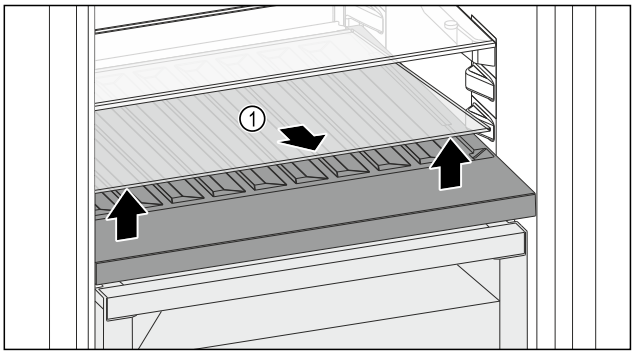

Fig. 223
▶ Lift the glass shelf *Fig. 223 (1)* at the front and remove.
▶ Store the glass shelf *Fig. 223 (1)* in a safe place outside the appliance.